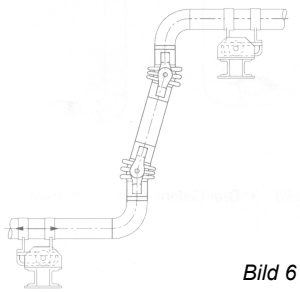

Bild 6
- Beim Einbau von Angular- und Kardankompensatoren (Bild 6), die Dehnungen seitlich nur in einer Ebene aufnehmen können, auf Übereinstimmung zwischen Richtung der Rohrdehnung und Bewegungsmöglichkeit der Kompensatoren (senkrecht zur Bolzenachse) achten. Die nominale angulare Dehnungsaufnahme ist dem Modul 3c zu entnehmen. Angularkompensatoren stellen keine besonderen Ansprüche an die Führungslager. Bei kurzschenkligen Maschinenhausleitungen erübrigen sich Führungslager.